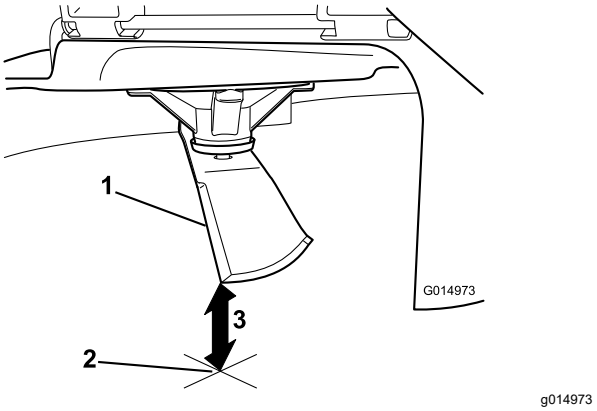

**Figur 75**
3. Mål fra spidsen af skærekniven til den plane overflade (Figur 75).